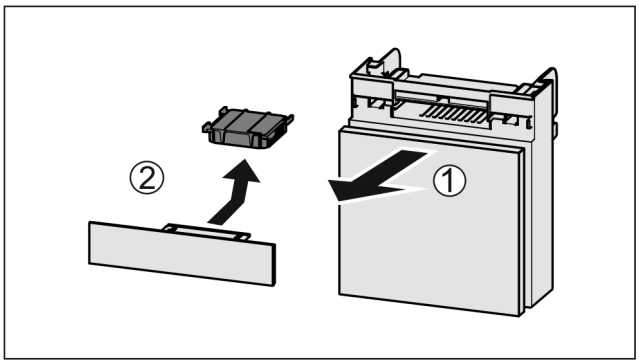

Fig. 207
▶ Izvelciet nodalījumu uz priekšu *Fig. 207 (1)*.
▶ Izņemiet aktīvās ogles filtru *Fig. 207 (2)*.